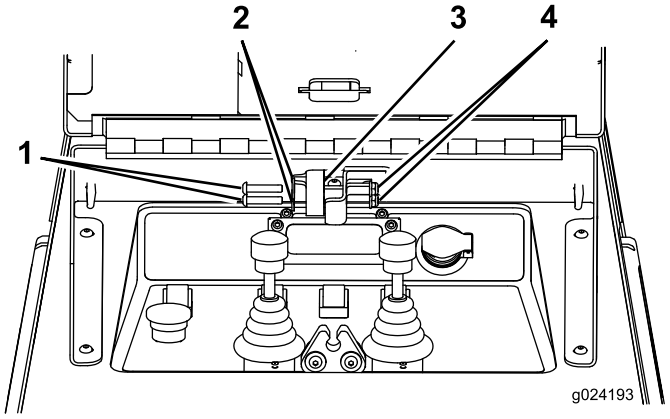

Figure 5
3. Assemble the latch clip to the latch mount with 2 hex-socket bolts (1/4 x 1-1/4 inches), 2 washers (5/16 inch), and 2 flange nuts (1/4 inch) (Figure 5).